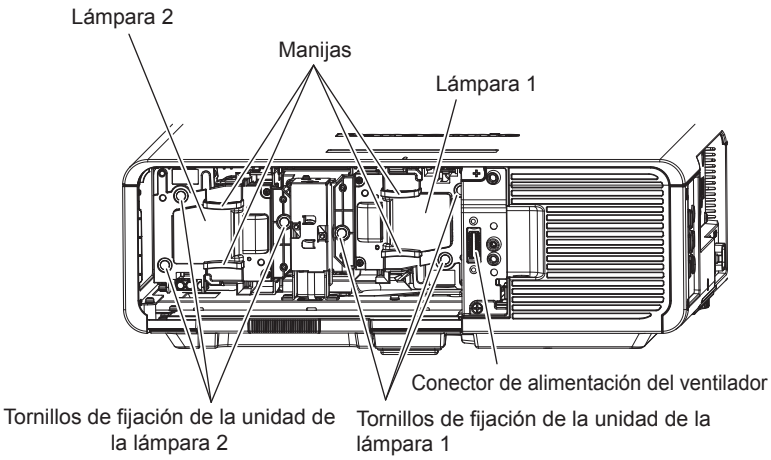

Figura 2
3) Quite la lámpara. (Figura 2)